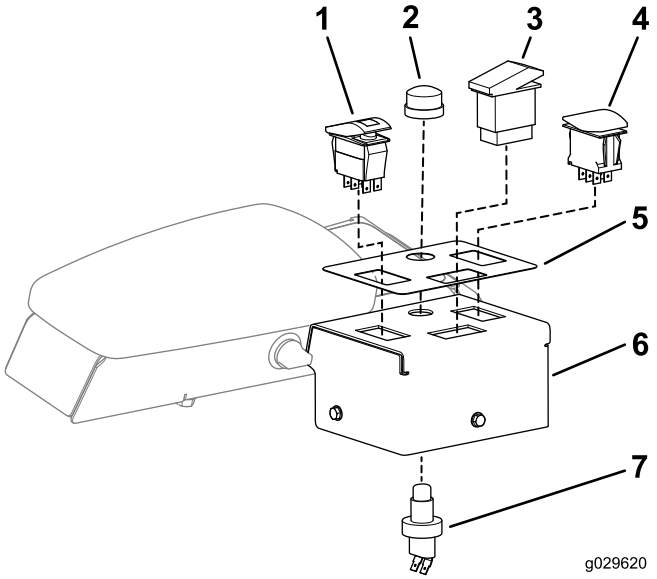

Figure 19
2. Affix the light-panel decal onto the switch-panel enclosure as shown in Figure 19.
3. Install the turn-signal switch into the left hole in switch-panel enclosure (Figure 19).
4. Install the beacon switch into the top hole in the switch-panel enclosure (Figure 19).
5. Install the hazard switch into the right hole in the switch-panel enclosure (Figure 19).
6. Insert the horn button up through the hole in the switch-panel enclosure (Figure 19).
7. Secure the horn button to the switch-panel enclosure by threading on the rubber-horn button (Figure 19).